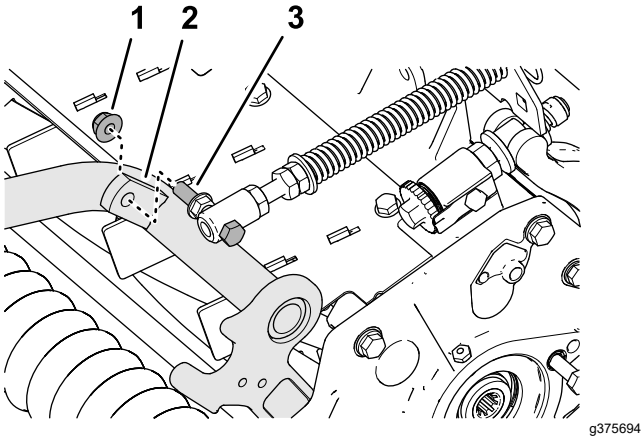

Рисунок 19
4. Установите колпачковый винт пружины компенсации состояния грунта на правый выступ несущей рамы (Рисунок 19) с помощью фланцевой контргайки (⅜ дюйма).